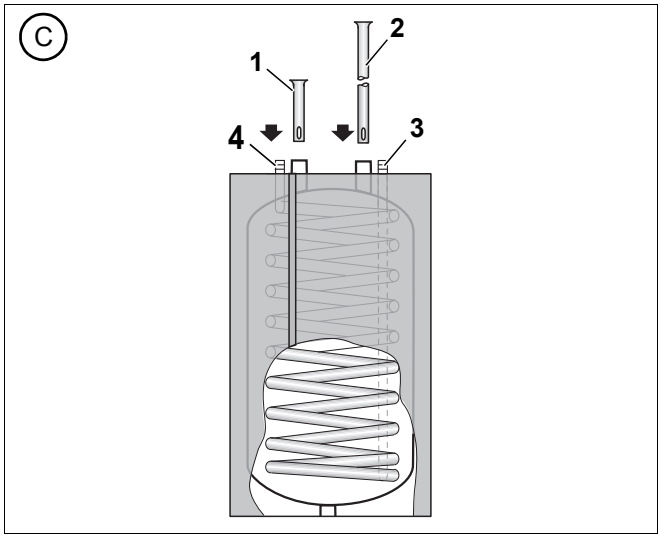

Рис. 10 Установка погружных труб (подключение сверху)
- Вставьте короткую погружную трубу сверху в AW (рис. 10, [1]).
- Вставьте длинную погружную трубу сверху в EK (рис. 10, [2]).